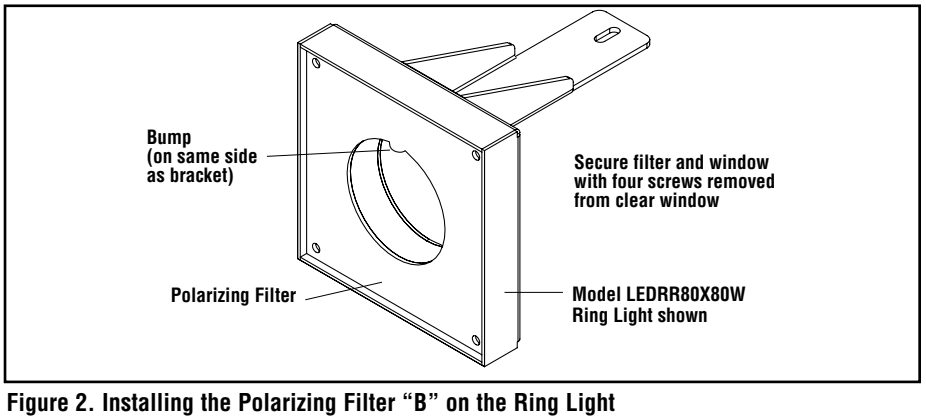

Figure 2. Installing the Polarizing Filter "B" on the Ring Light
4. To ensure correct alignment of the polarizing planes, the ring light filter must be installed with the bump on the top side of the center hole, as shown in Figure 2. The camera filter is shaped to fit in only one direction.